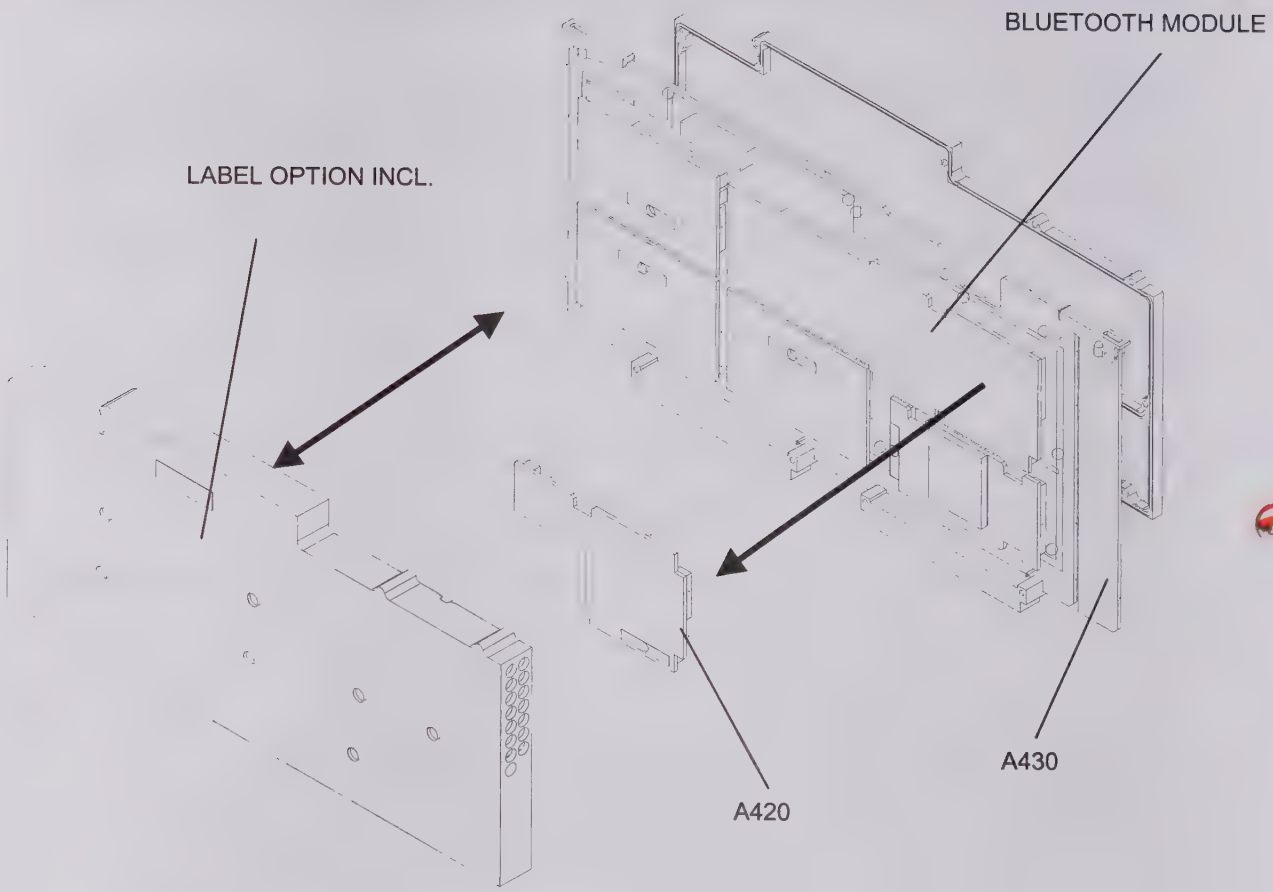

**Fig. 4**
- Remove the two screen covers after undoing the screws (Fig. 4).
- If the optional Speech Codec CMU-B52 (1100.5400.02) is fitted, remove the module in slot A420 (it is no longer required, Fig. 4).
- Insert Bluetooth module 1135.6502.02 (Fig. 4).
- Stick the OPTION INCL. (1100.5797.00) label to the cover at the solder side (Fig. 4).